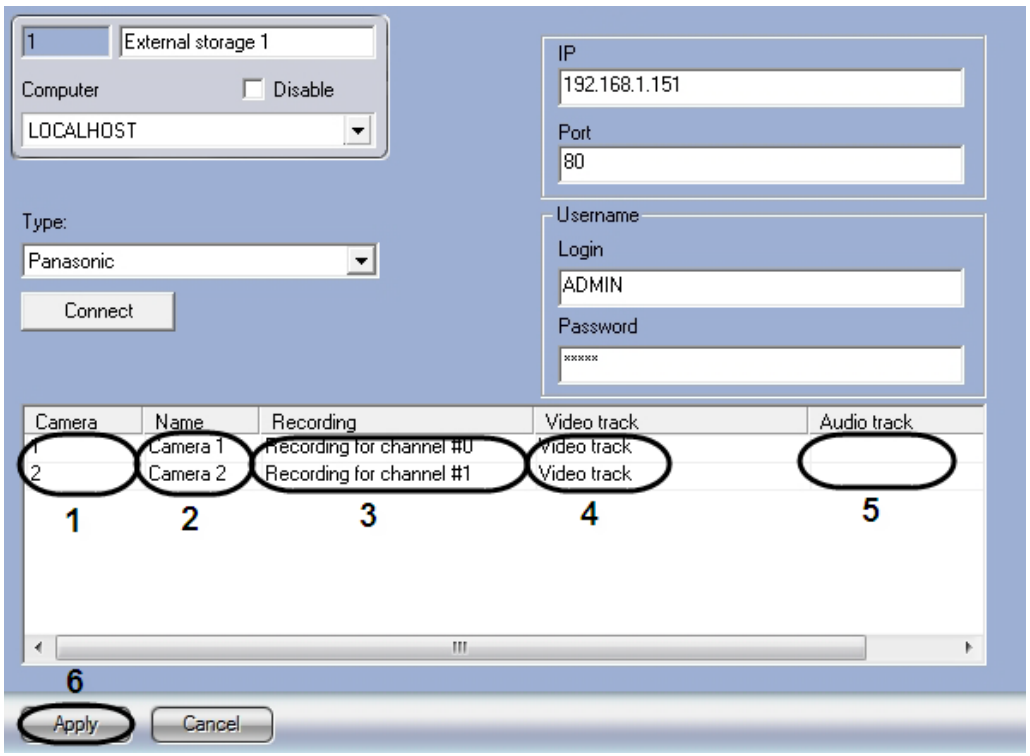

Figure 8.6-3 Setting the list of cameras to access the external storage
1. Go to the setting panel of the **External storage** object (Figure 8.6-3).
2. In the **Camera** column specify the number of the camera used for video archive viewing (Figure 8.6-3, 1).
3. Double left click in the **Name** field (Figure 8.6-3, 2). This field is automatically filled with the name of selected camera.
4. In the **Recording** column specify the channel of the device with external storage that will be used by camera (Figure 8.6-3, 3).
5. In the **Video track** column specify the video channel within selected recording (Figure 8.6-3, 4).
6. In the **Audio track** column specify the audio channel within selected recording (Figure 8.6-3, 5).
8. To save all the changes click **Apply** (Figure 8.6-3, 6).